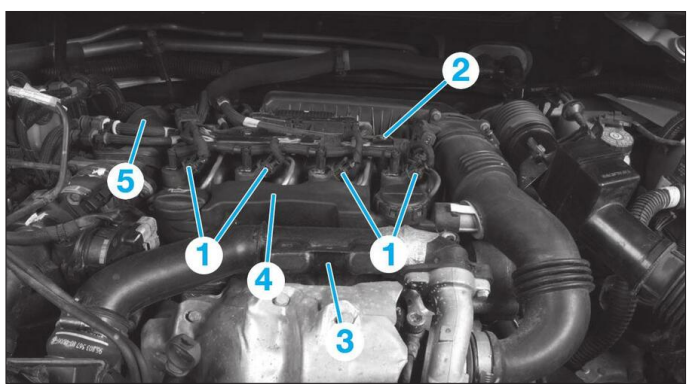
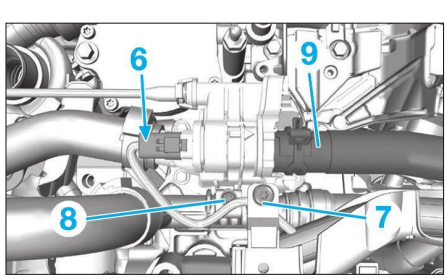

Fig. 35
Fig. 36
• Débrancher les connecteurs (1) des injecteurs **(Fig.35)**.
• Écarter le faisceau (2).
- le résonateur (3),
- le déshuileur (4),
- le tube de recyclage des gaz d'échappement (5),
• Débrancher le connecteur de la sonde de température (6) **(Fig.36)**.